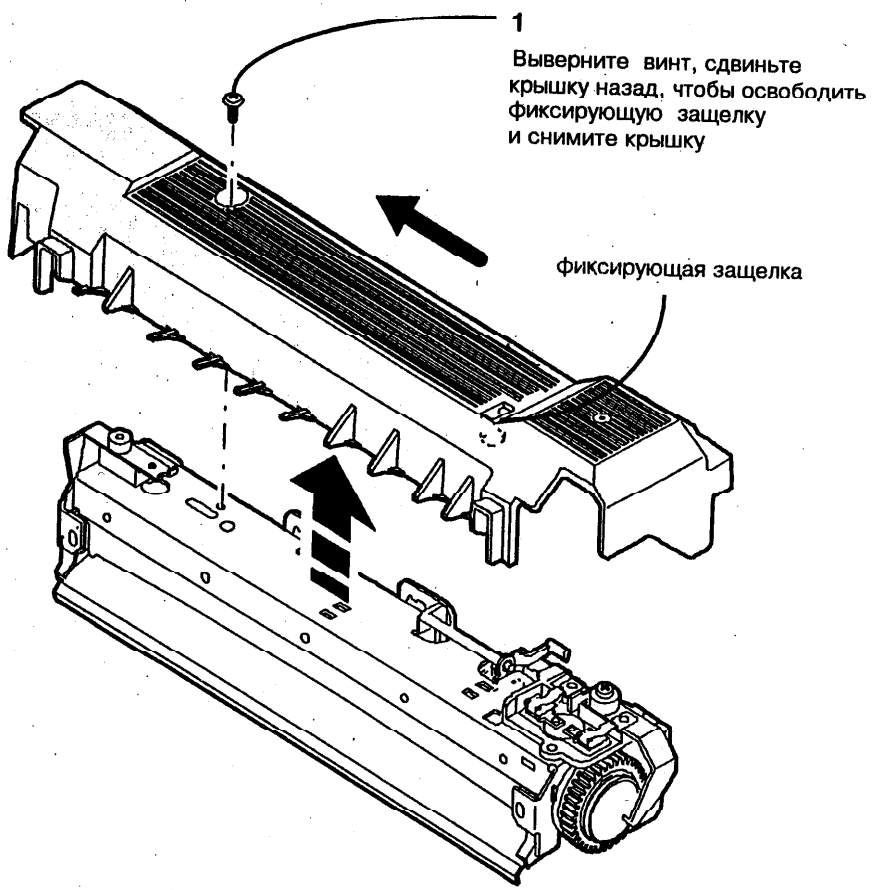

Рис. 1. Снятие крышки фьюзера
2. (Рис.1): Снимите крышку фьюзера.